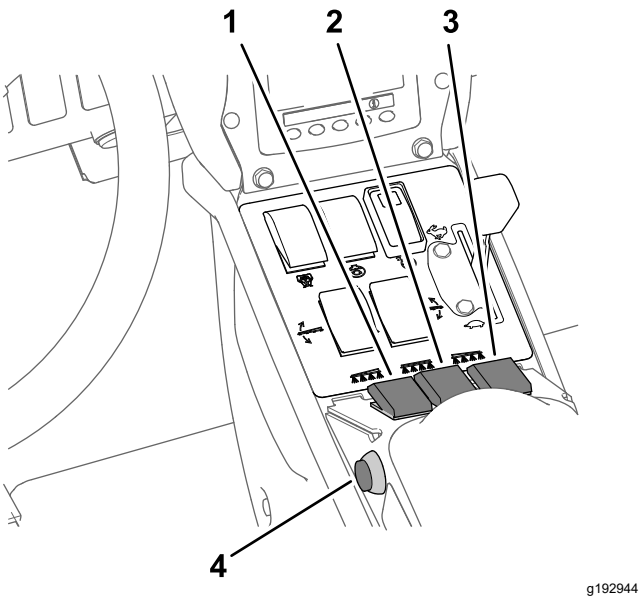

Bild 39
7. Stellen Sie die Sprühabschnittschalter in die EIN-Stellung (Bild 39).
10. Fahren Sie mit der gewünschten Geschwindigkeit und stellen Sie den Hauptabschnittschalter in die EIN-Stellung, um mit dem Sprühen zu beginnen (Bild 39).
3. Stellen Sie den Hauptabschnittschalter in die AUS-Stellung, siehe Bild 39 in Sprühen im Dosierungsmodus (Seite 38).
7. Stellen Sie die Schalter der einzelnen Abschnitte nach Wunsch in die EIN-Stellung, siehe Bild 39 in Sprühen im Dosierungsmodus (Seite 38).
9. Fahren Sie mit der gewünschten Geschwindigkeit und stellen Sie den Hauptabschnittschalter in die EIN-Stellung, um mit dem Sprühen zu beginnen, siehe Bild 39 in Sprühen im Dosierungsmodus (Seite 38).